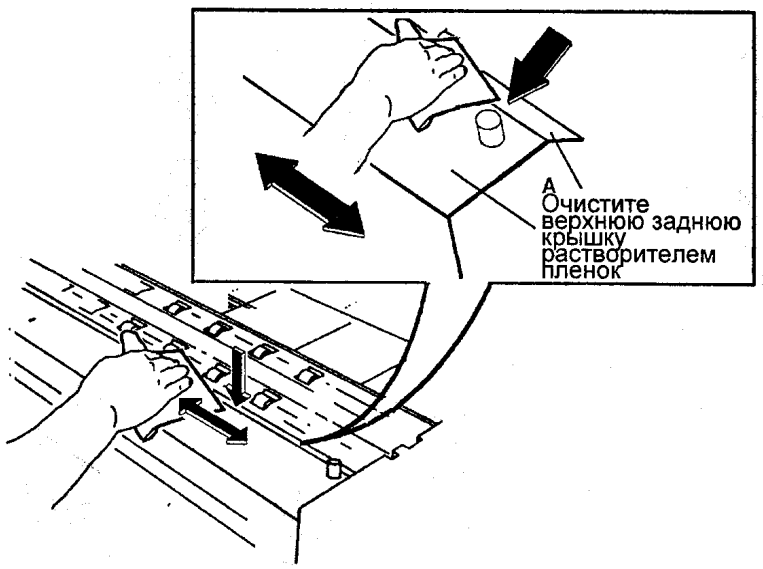

Рис. 23 Установка пластиковых лент на нижнюю заднюю крышку
43. (РИС. 23): ОЧИСТИТЕ ЗАДНЮЮ ВЕРХНЮЮ КРЫШКУ.